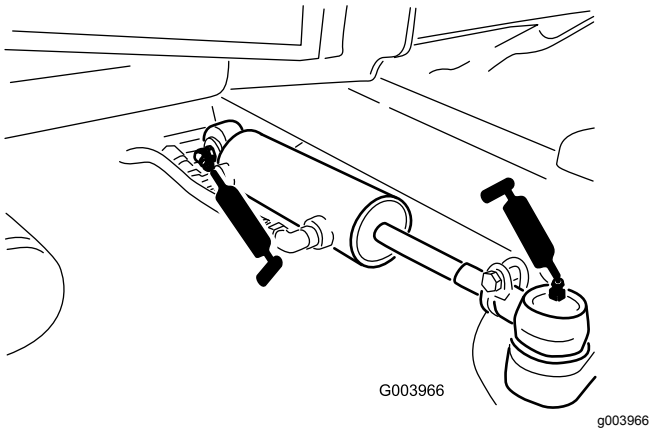

Figuur 81
- Kogelverbindingen van stuurcilinder (2) (Figuur 81)